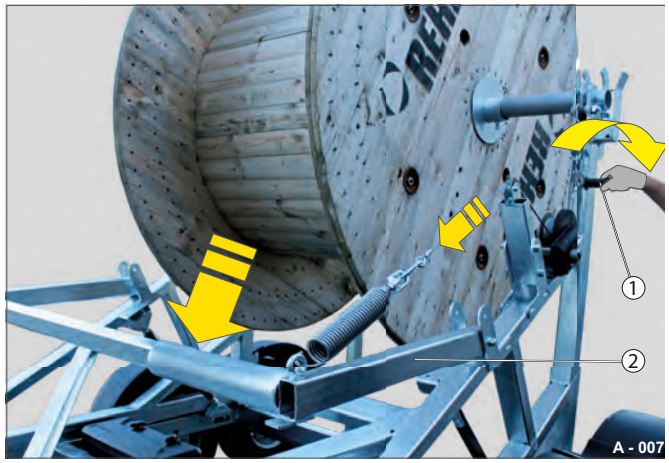

Fig. 25 Sænkning af bremserammen
▶ Drej håndtaget (Fig. 25 /1) i urets retning.
Bremserammen (Fig. 25 /2) sænker sig ned på tromlestativet.